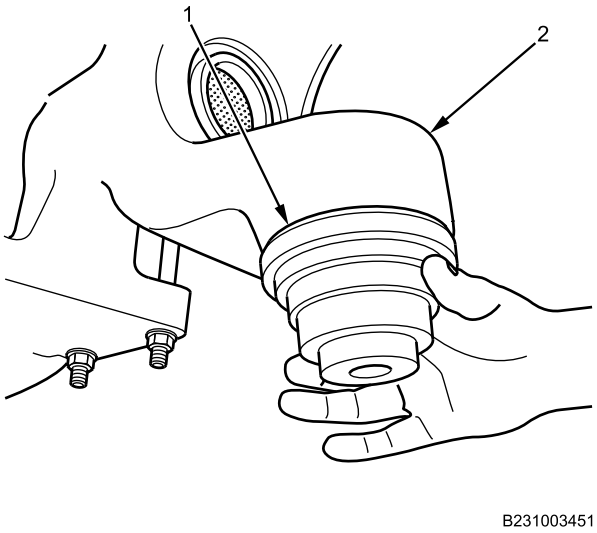

Figure 8. King Pin Bushing Installation.
4. With assistant maintaining bushing and driver (Figure 8, Item 1) position, tap driver evenly until bushing is even with outside of housing (Figure 8, Item 2).